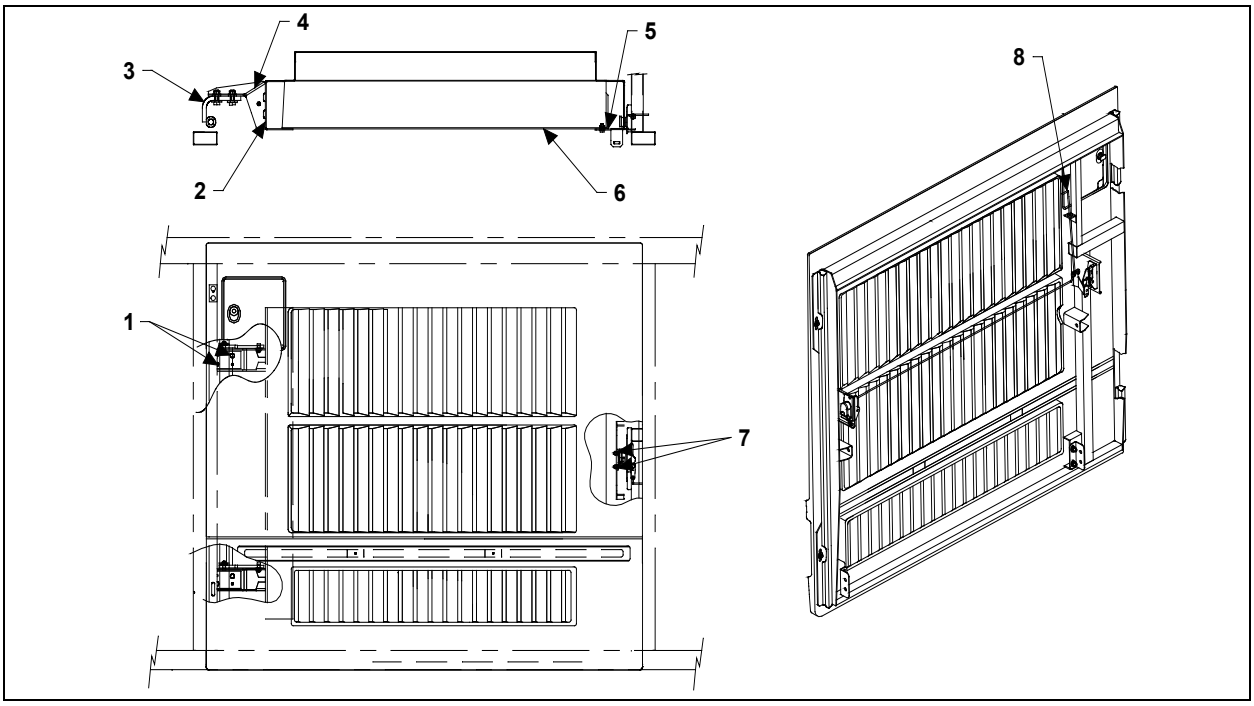

FIGURE 90: CONDENSER DOOR D280201
2. Loosen the nuts (1, Figure 90) holding the hinge (3, Figure 90) to hinge attachment (4, Figure 90). Loosening nuts (1, Figure 90) allows the condenser assembly to be shifted "LEFT or RIGHT" and "UP or DOWN".
5. Loosen bracket nuts holding the panel to condenser. Panel (6, Figure 90) may be shifted "IN or OUT", "LEFT or RIGHT" and "UP or DOWN".
6. Adjust condenser panel at brackets (2, Figure 90) and (5, Figure 90).